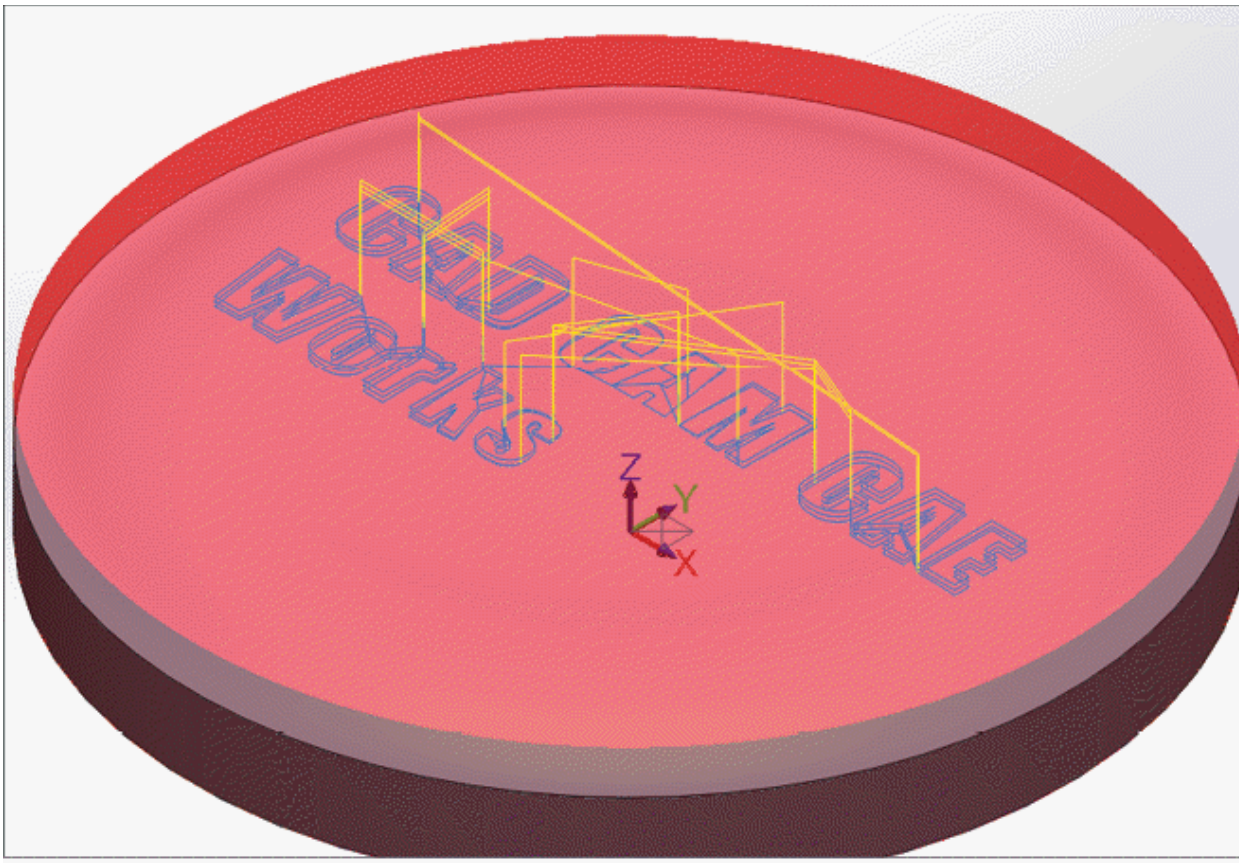

Figure-19. Toolpath generated for project rough
- Select desired tool and specify the parameters in various tabs of this dialog box as discussed earlier. Click on the **OK** button. The toolpath will be generated; refer to Figure-19.